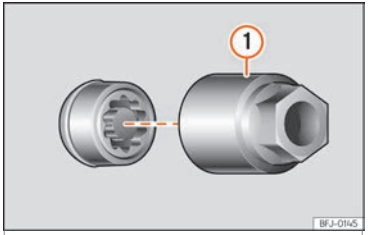

Abb. 37 Diebstahlhemmende Radschraube mit Abdeckkappe und Adapter
- Schieben Sie den Spezialadapter ››› **Abb. 37** (1) (Bordwerkzeug ››› **Seite 41**) bis zum Anschlag in die diebstahlhemmende Radschraube.